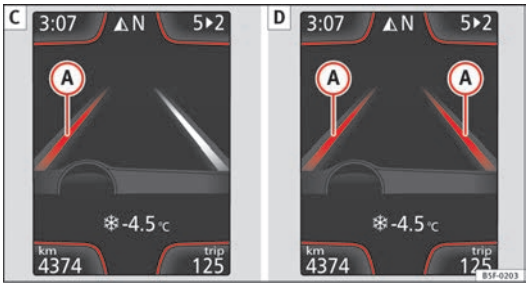

Fig. 102 No ecrã do painel de instrumentos: Indicação no ecrã do sistema de aviso de saída da via de circulação (exemplo 2).
– O sistema está a funcionar, a linha amarela (A) indica que havia risco de ultrapassar involuntariamente a linha da via de circulação e está a actuar sobre a direcção para corrigir a trajectória ⇒ Fig. 102 C.
– As duas linhas amarelas (A) acendem-se de forma alternada quando as duas linhas de via de circulação são reconhecidas e está activada a função de guia da via de circulação ⇒ Fig. 102 D.